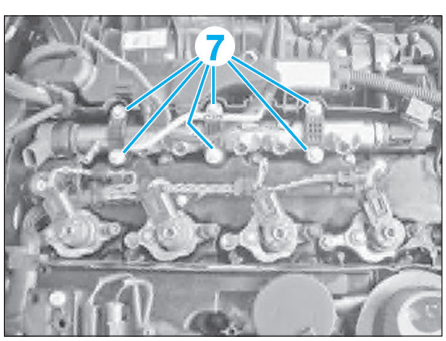

Fig. 67
- la conduite de retour (5) de l'accumulateur de pression,
- le connecteur du capteur de pression (6).
• Déposer les vis (7) **(Fig.67)**.